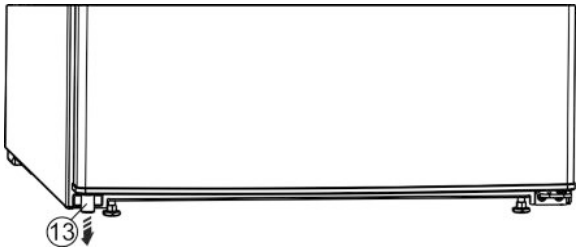

Fig. 4
▶ Извлеките из двери распорную деталь *Fig. 4 (13)* внизу слева.